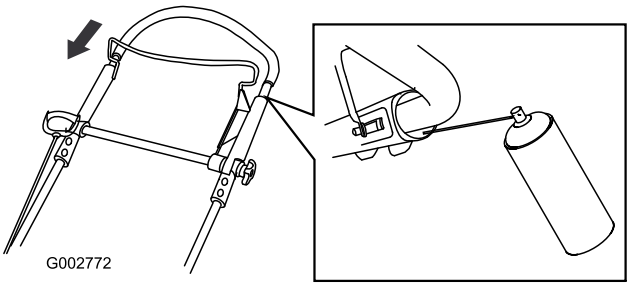

Figuur 41
2. Duw de bovenste handgreep helemaal naar beneden en spuit het binnenste plastic oppervlak van de buitenhendel in (Figuur 41).